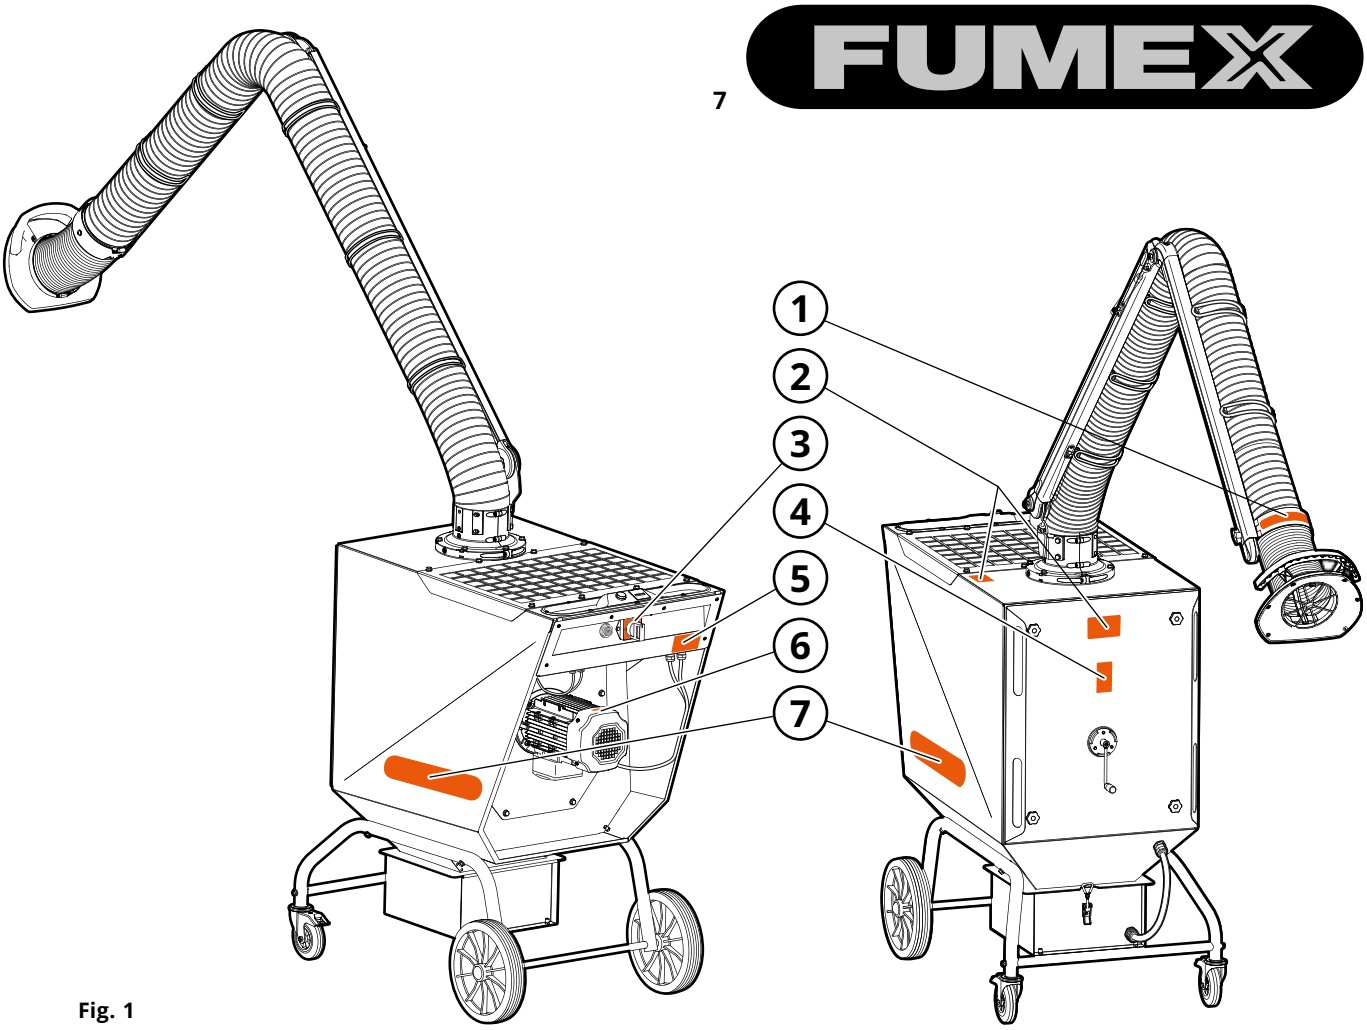
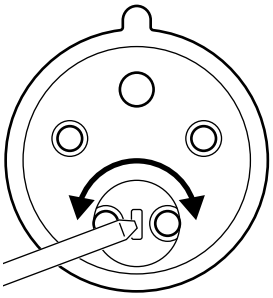

Fig. 1
Fig. 16
Según la **Fig. 1.**
3. Compruebe la dirección de rotación del motor del ventilador. La dirección de rotación del motor del ventilador se comprueba arrancando el ventilador y, a continuación, parándolo. Cuando la velocidad disminuye, se puede ver hacia dónde gira el motor a través de la tapa de protección de refrigeración del ventilador (donde está la pegatina, como se muestra en la **Fig. 1**, pos. 6). Si la dirección de rotación es incorrecta, invierta la fase del enchufe con un cincel plano tal y como se muestra en la **Fig. 16**.